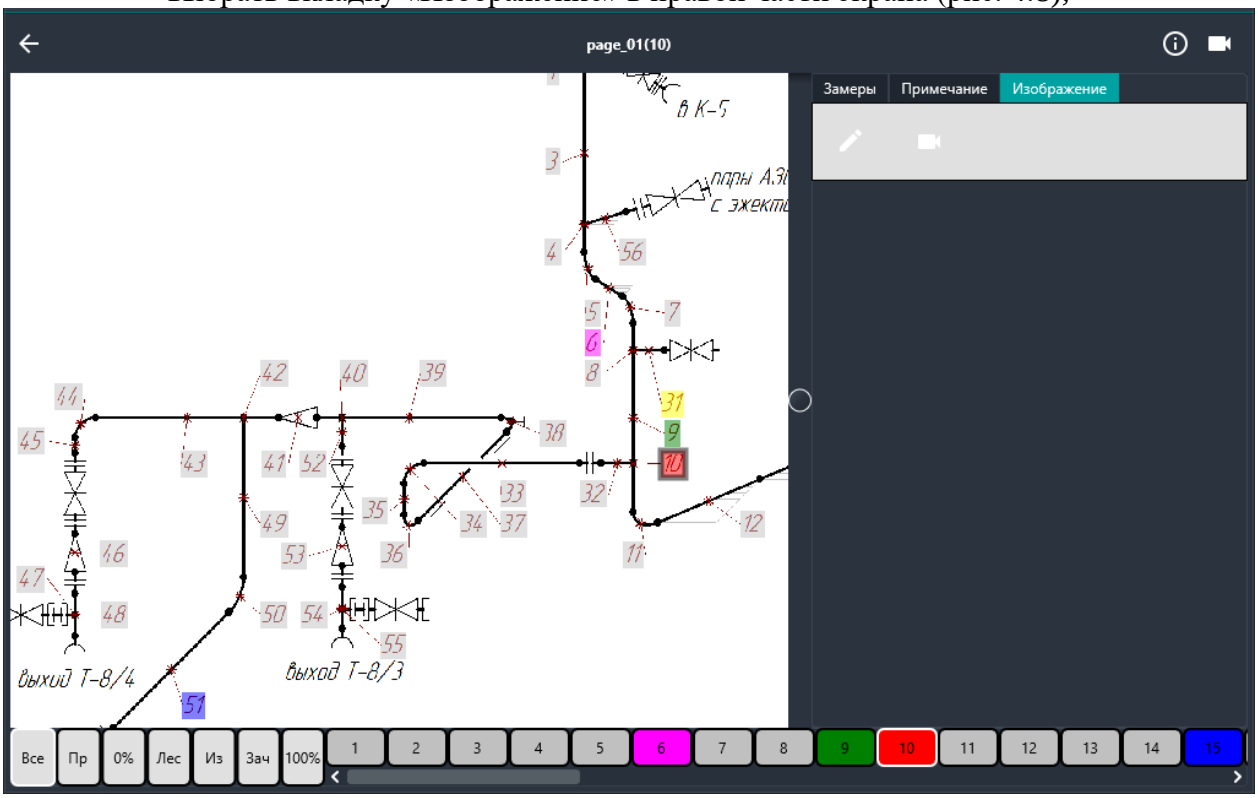

Рис. 4.8 – Вкладка «Изображение»
- выбрать вкладку «Изображение» в правой части экрана (рис. 4.8);
- нажать кнопку в правой части экрана (рис. 4.8);
- выбрать вкладку «Изображения» в правой части экрана (рис. 4.8);
- нажать кнопку в правой части экрана (рис. 4.8)